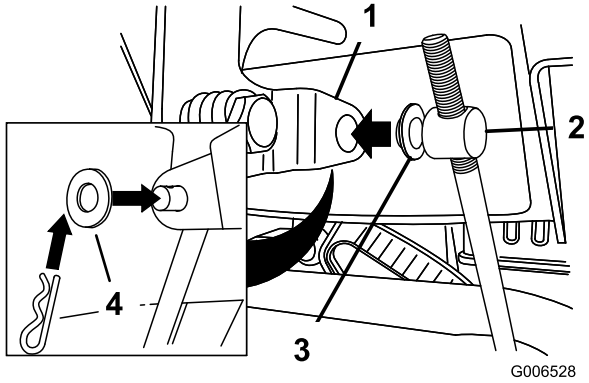

Figure 6
3. Remove the hairpin cotter and the outer washer from the trunnion on the upper end of the speed control rod (Figure 6).
Note: To make installation easier, leave the flat washer on the trunnion (Figure 6).
6. Lift up on the speed control rod and insert the trunnion into the hole in the speed selector lever (Figure 6).
B. Disconnect the trunnion from the speed selector lever (Figure 6).
C. Turn the trunnion downward (clockwise) on the speed control rod (Figure 6).
D. Connect the trunnion to the speed selector lever (Figure 6).
C. Turn the trunnion upward (counterclockwise) on the speed control rod (Figure 6).